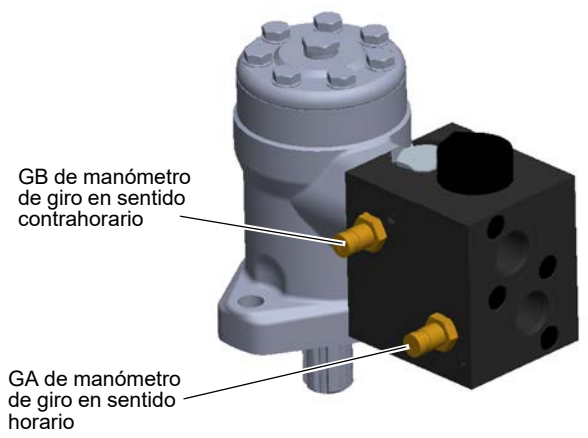

FIGURA 2-13
a. Instale un manómetro con capacidad mínima de 345 bar (5000 psi) en la lumbrera para manómetro GA o GB en el colector del motor hidráulico (Figura 2-13).